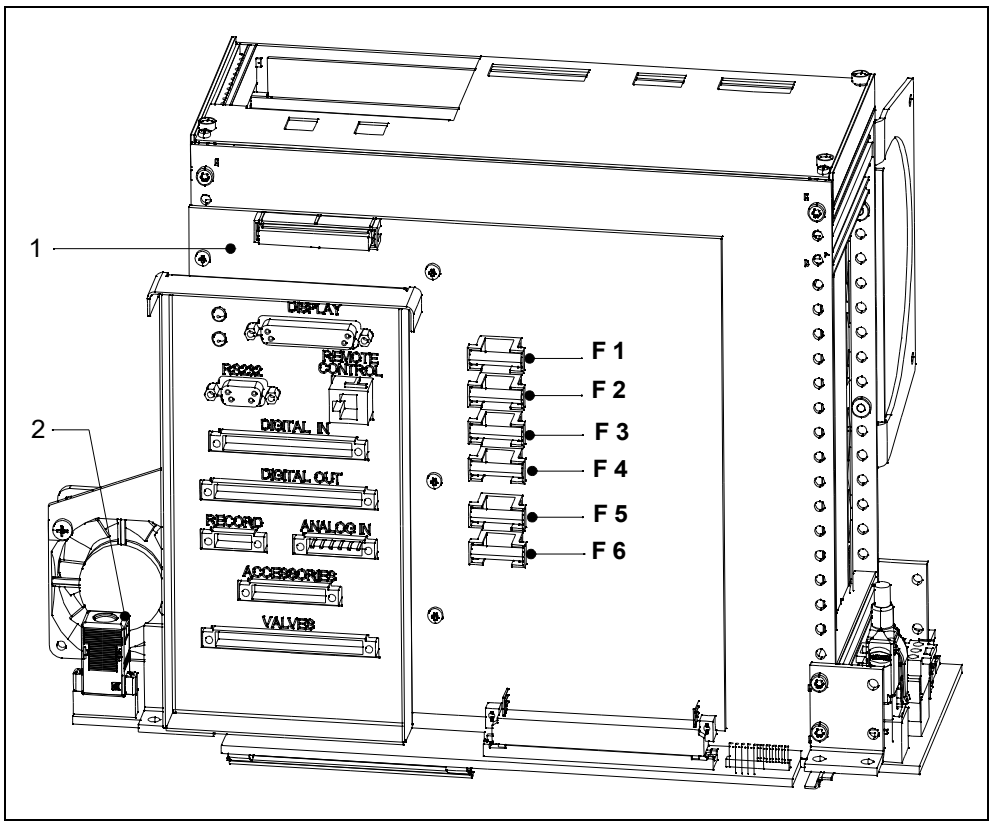

Abb. 7-6 Sicherungen Schnittstellenkarte (SSK)
- Nach dem Entfernen der Gerätehaube sind die Sicherung auf der Schnittstellenkarte zugänglich. Siehe hierzu Abb. 7-6.